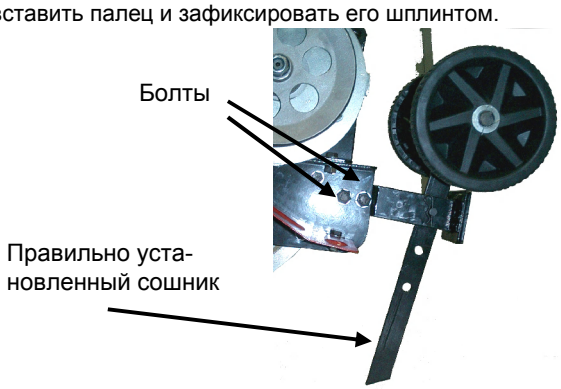

Рис. 10.
1. Установить сошник (см. рис.10) в кронштейн сошника колесами вверх.
Примечание: Для обеспечения эффективной работы, убедиться, что сошник установлен правильно относительно кронштейна сошника (см. рис.10).